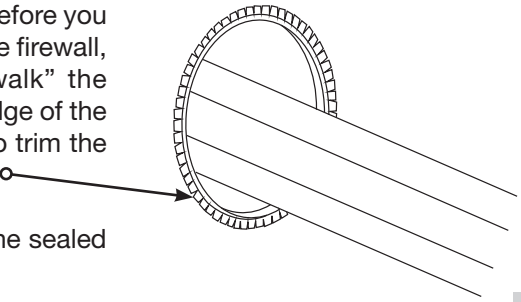

fig. 14
b. In some cases, a hole may have to be drilled to allow access for the harness. Drill a 1”(25mm) diameter hole and install the provided grommet (fig. 14). It will be necessary to seal any grommets or holes that have been cut, drilled or removed so as not to allow elements to enter the cab area of the vehicle.